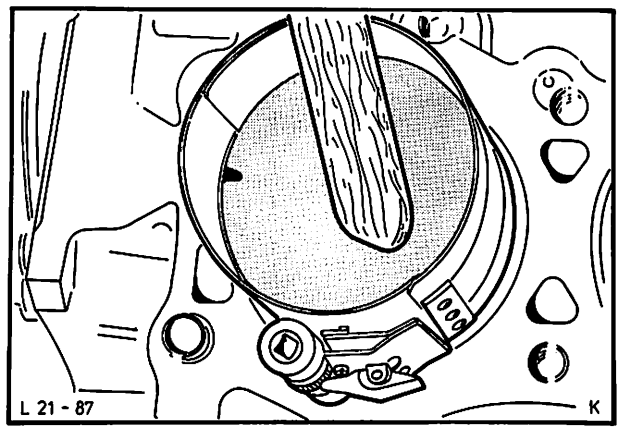

Abb. 120 Kolben mit Spannband einbauen
51. Kolbenringe mit handelsüblichem Werkzeug (Spannband) zusammenziehen. Kolben mit einem Hammerstiel in die Zylinder drücken, Abb. 120, dabei die Pleuel mit der Hand auf die Pleuelzapfen führen.